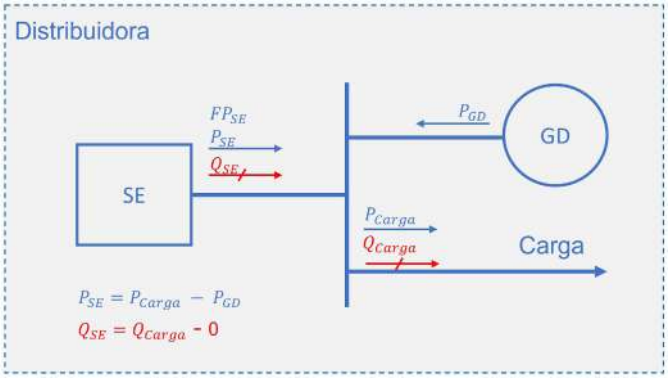

Figura 8 - Potências ativa e reativa em um sistema da distribuidora
Na Figura 8 a potência ativa PGD representa toda a potência de geração distribuída (GD) conectada à rede de distribuição da subestação (SE), considerando a soma de todos os micro e minigeradores.